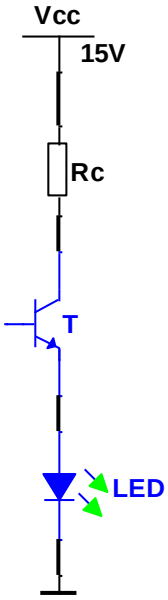

Figura 8.49 Polarizarea unui LED conectat în serie cu un tranzistor
c. În schema din **figura 8.49** se utilizează un LED verde cu U_{LED} **= 2,1 V** și I_{LED} **= 15 mA**. Dacă tensiunea de alimentare **Vcc = 15 V** calculați R_C**.**